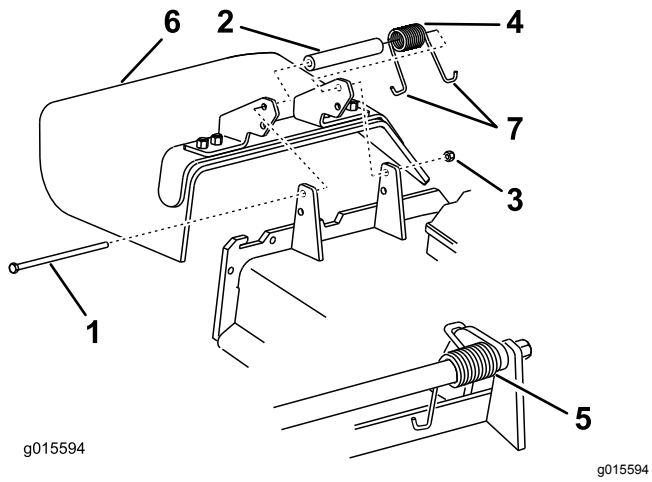

Figur 89
1. Fjern låsemutteren, bolten, fjæren og avstandsstykket som holder avlederen festet til svingboltbrakettene (Figur 89).
Merk: Påse at én **J**-krokende av fjæren er montert bak kanten på klippeenheten før du monterer bolten som vist i Figur 89.
6. Plasser én **J**-krokende av fjæren rundt gressavlederen (Figur 89).